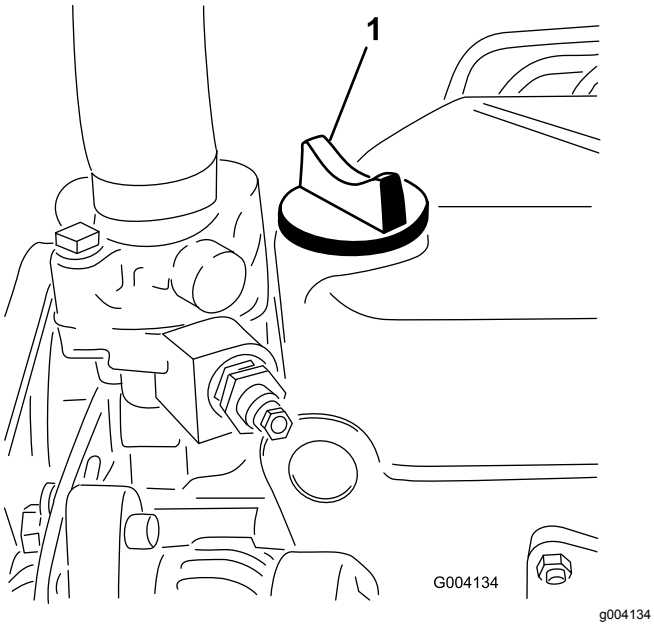

Figuur 21
5. Als het oliepeil beneden de Vol-markering staat, verwijdert u de vuldop (Figuur 21) en vult u bij met olie totdat het oliepeil de VOL-markering op de peilstok bereikt. **Niet te vol vullen**.